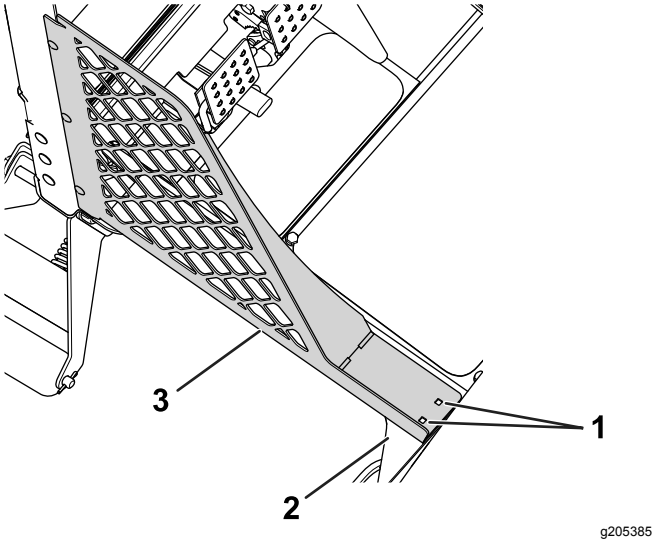

Figura 1
A. Contrassegnate le aree in cui i gruppi pannello inferiore incontrano la pedana (Figura 1).